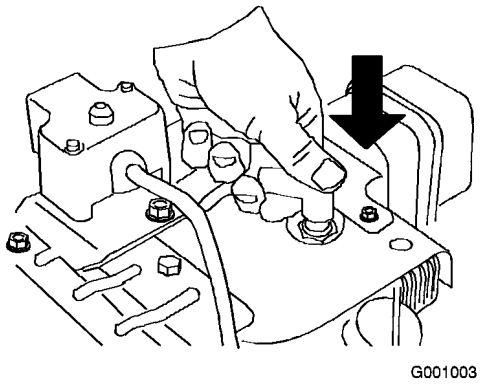

Bild 24
1. Schließen Sie den Zündkerzenstecker an (Bild 24).